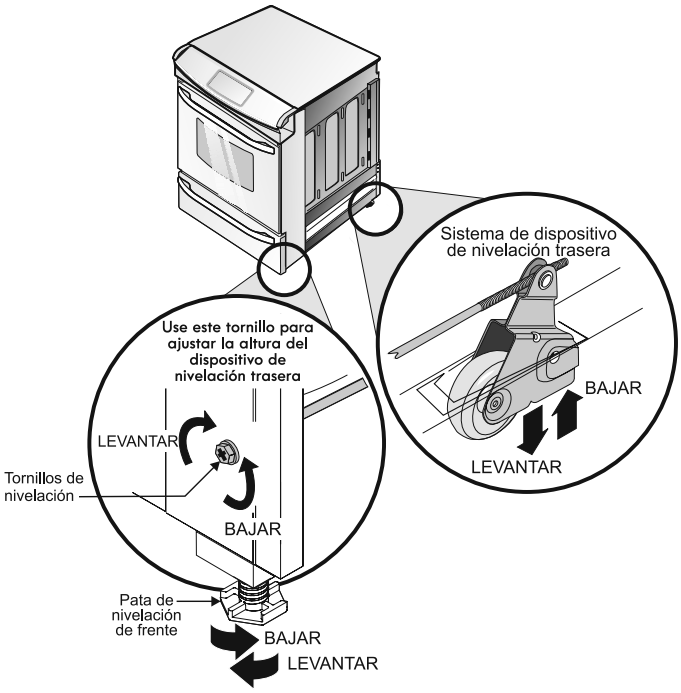

Figura 9
2. Baje el aparato, las patas y las ruedas de nivelación aleatoriamente, hasta que la parte baja de la superficie de cocción repose sobre el mostrador (figura 9).